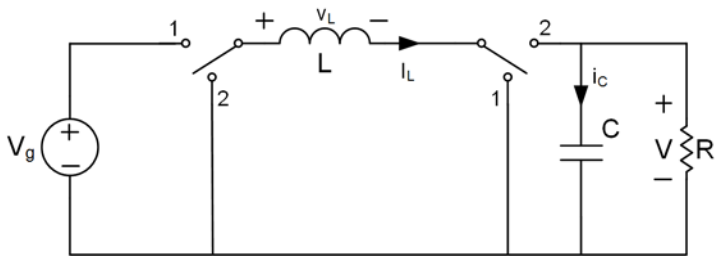

Figure 1.1 – Step-up/down DC/DC Converter
a) By using the volts-sec balance principle, the capacitor charge balance and the small voltage ripple approximation, determine the DC conversion ratio for the step-up/down converter shown in Fig. 1.1. Use the polarities shown on Fig 1.1 to do your computation. *(15 pts)*
b) The magnetic flux density produced by a high current in an inductance can create saturation. To avoid uncontrolled converter operation, inductance saturation must be avoided. The inductance (L) shown in Fig. 1.1 can sustain a current of 20A without reaching the saturation point. By using the parameters in table 1.1, determines the maximal load current (the value of R in Fig. 1.1) to avoid the inductor core saturation. Note that magnetic saturation occurs on the instantaneous current and not the average or RMS current. Use a switching frequency of 50kHz to do your computation. *(10 pts)*